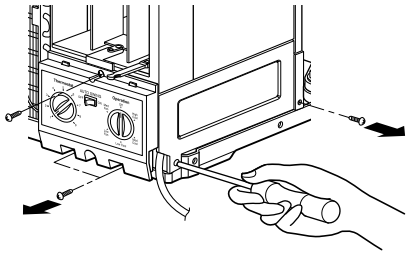

**Figure 3**
2. Pull the base pan forward so that you can remove the 2 screws which fasten the cover control at the right side. (See Fig. 3)
3. Remove the 3 screws which fasten the control box. (See Fig. 3)
7. Re-install the components by referring to the removal procedure. (See Fig. 3)